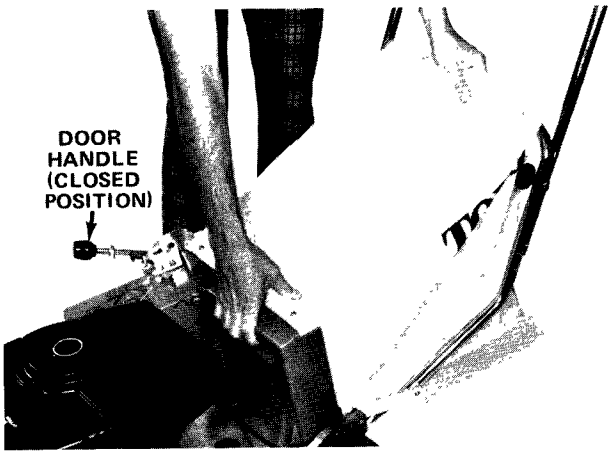

Figure 12
4. Grasp bag at rear and at door; then remove bag by lifting straight up (Fig. 12). Mower is ready for mulching.
5. When bag must be emptied, shut engine off and wait for all moving parts to stop. Also move rear door handle forward until it is closed. Next, grasp bag at rear and at bag door (Fig. 12); then lift bag straight up so clippings stay in the bag rather than falling out the opening.